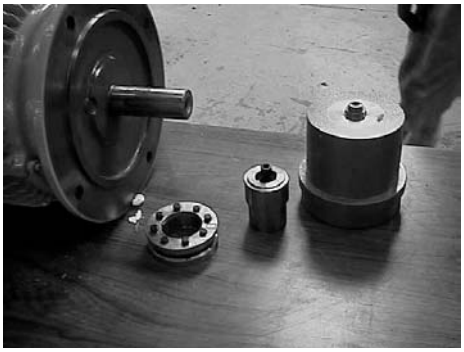

Fig. 24
5.33 Photograph showing the Close Coupled drive components disassembled. **- Fig. 24**